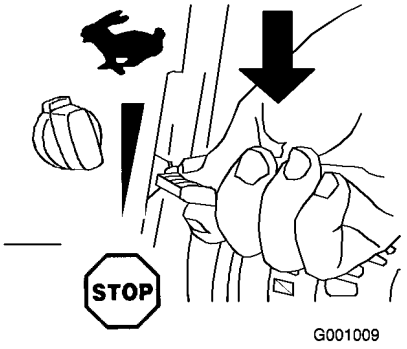

Figur 26
1. Sett gassen til Stopp-stilling (Figur 26).